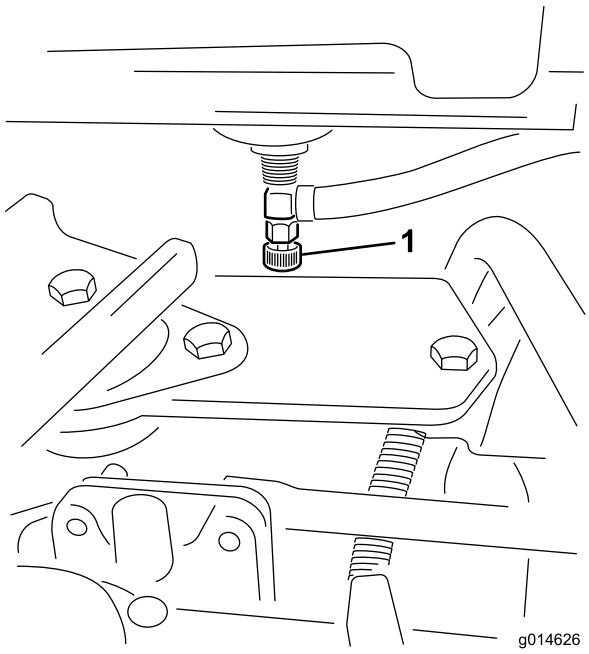

Figuur 45
1. Sluit de brandstofafsluitklep (Figuur 45) onder de brandstoftank.